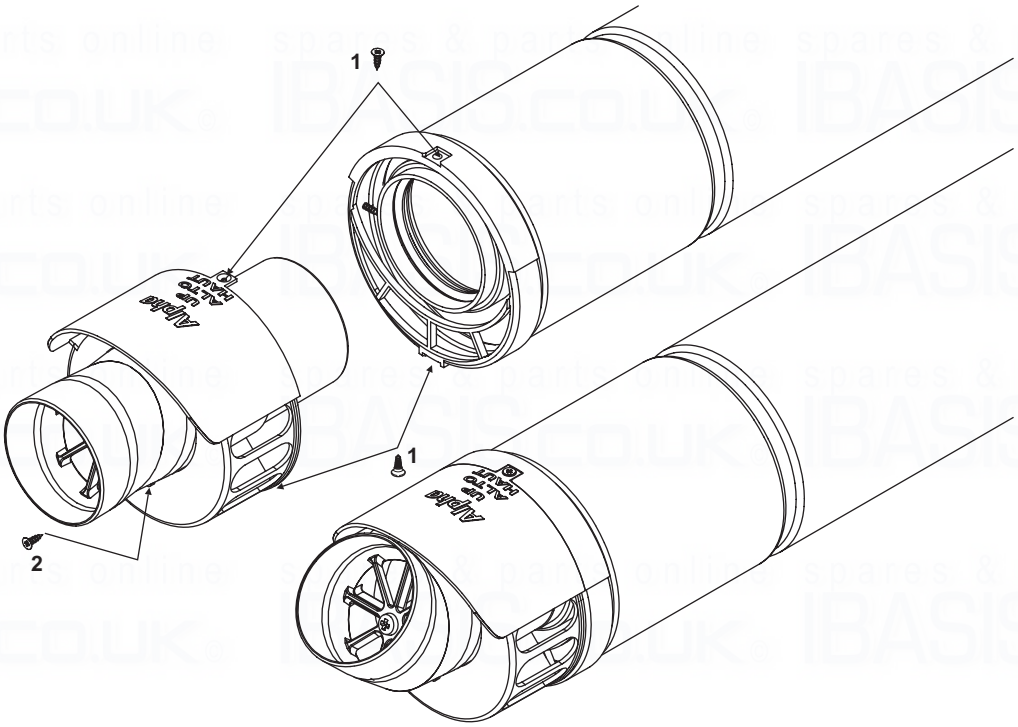

Fig. 4.13
i. Remove the screws (1 in Fig. 4.13) securing the terminal and remove the terminal by pulling it from the flue assembly. Remove the screw (2 in Fig. 4.13) securing the terminal end section and remove the end section from the terminal.